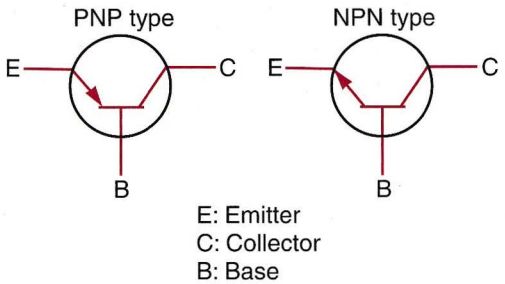

Figure 5-20. Transistor symbols.
A ***transistor*** performs the same function as a relay; it acts as a remote control switch or current amplifier. However, it is much more efficient than a relay. A transistor can switch on and off more than 200 times a second and does this without using moving parts. A transistor has three terminals; emitter (E), collector (C), and base (B), **Figure 5-20.** There are two types of transistors: PNP (Positive, Negative, Positive) and NPN (Negative, Positive, Negative).